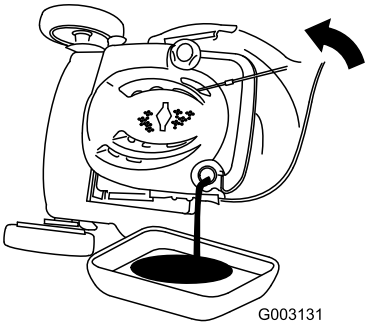

Figuur 35
7. Kantel de machine op zijn kant met de vulbuis omlaag om de gebruikte olie langs de vulbuis te laten uitlopen in een bak (Figuur 35).